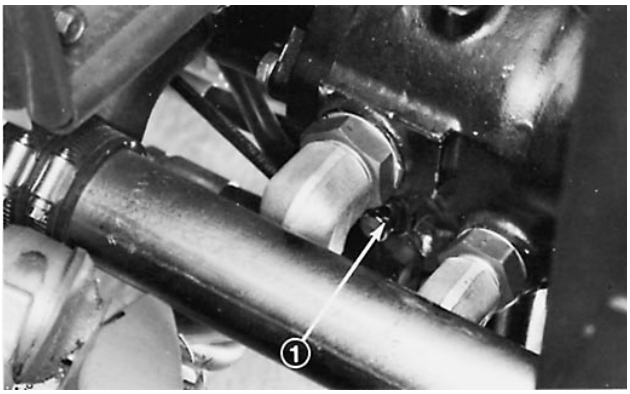

Afbeelding 29
1. De overbelastingsklep bevindt zich links op de pomp (Afb. 29). Draai de klep 1/2 tot 1 slag naar links om hem te openen en laat de olie naar binnen lopen. Nu de olie naar binnen is gelopen, kan de machine—langzaam—worden voortbewogen, zonder dat de transmissie schade oploopt.